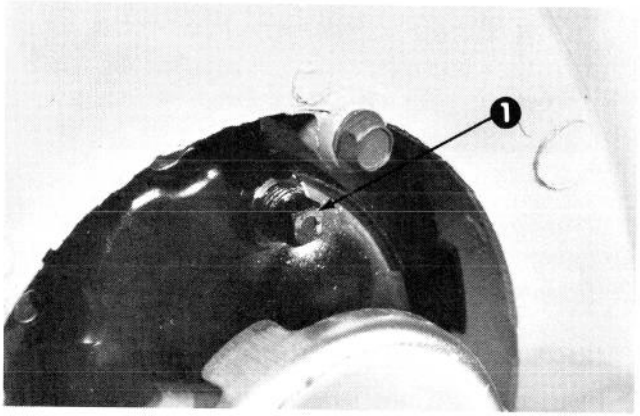

Afbeelding 22
2. Zet maaier op linkerzijde (Afb. 22).